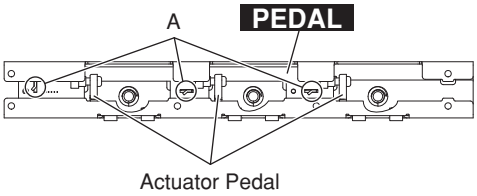

Fig.15
6. Straighten the three (3) bent frame portions marked "A". The PEDAL circuit board can then be removed. (Fig.15)
7. Pull out the actuator pedal from the PEDAL circuit board. (Fig.15)